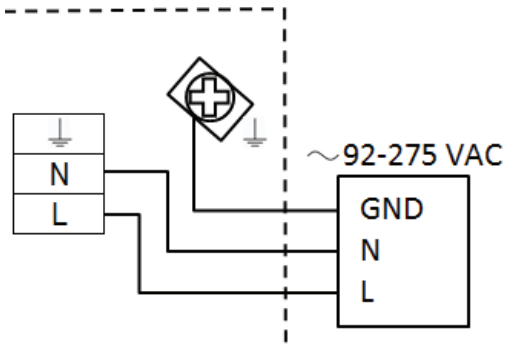

Figure 1: Power supply 92–275V AC (50/60 Hz); recommended cable size min. 0.3 sq. in. (0.75 mm²)
5. Connect the power as shown in *Figure 1*, depending on the version (AC or DC) of meter you have.